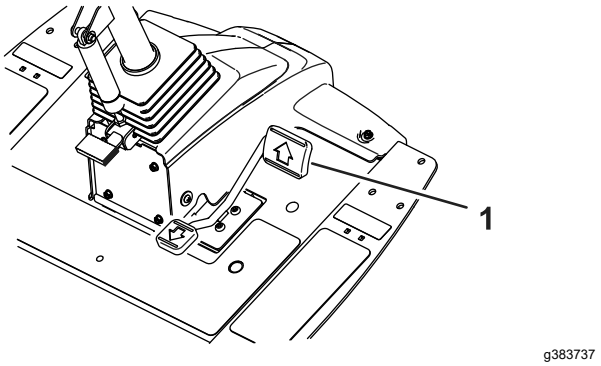
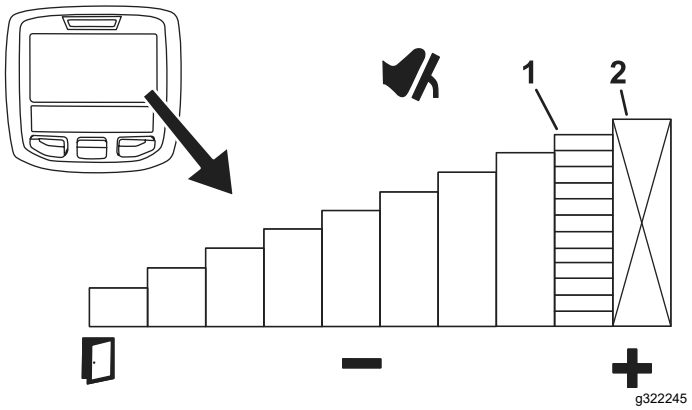

Figuur 49
Figuur 50
Om tijdelijk de maximale snelheid van de machine in te stellen, duwt u het tractiepedaal volledig naar voren (Figuur 49). U kunt een afzonderlijke snelheid instellen voor het maaibereik en het transportbereik (Figuur 50).
- Deze functie is toegankelijk via de middelste knop op het hoofdscherm van het InfoCenter (Figuur 50).